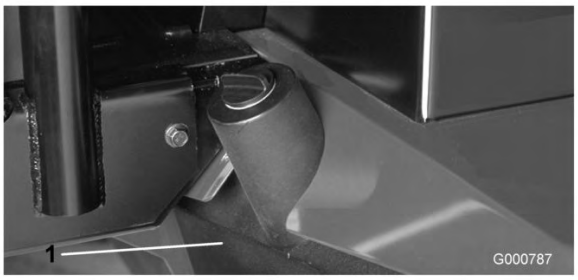

Bild 64
2. Entfernen Sie die Ablassschraube unten am Behälter (Bild 64) und lassen Sie das Hydrauliköl in eine Auffangwanne ablaufen. Schrauben Sie die Ablassschraube wieder fest ein, wenn keine Flüssigkeit mehr austritt.